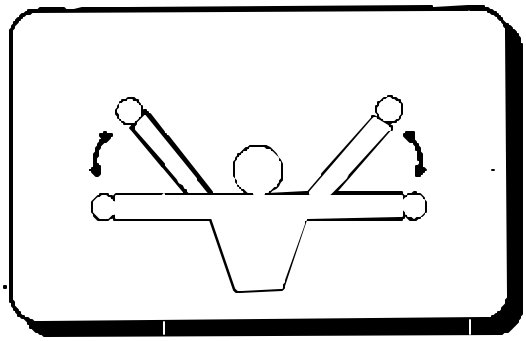

Figure 2
b. Traveling Overwatch- a movement technique used when contact with enemy forces is possible. The lead element and trailing element are separated by a short distance which varies with the terrain. The trailing element moves at variable speeds and may pause for short periods to overwatch the lead element. It keys its movement to terrain and the lead element. The trailing element overwatches at such a distance that should the enemy engage the lead element, it will not prevent the trailing element from firing or moving to support the lead element. To execute the arm and hand signal for the traveling overwatch technique extend both arms and raise them up and down (see figure 2) .